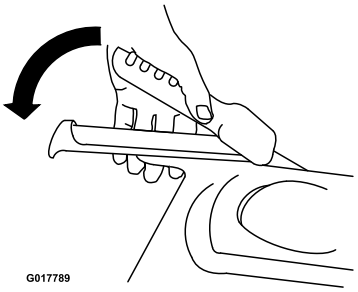

Figur 12
2. Klem den venstre trekkdrivspaken langsomt til håndtaket (Figur 12).